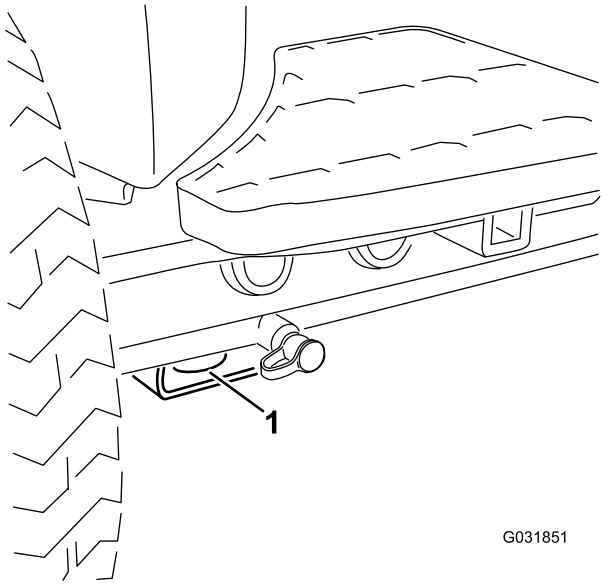
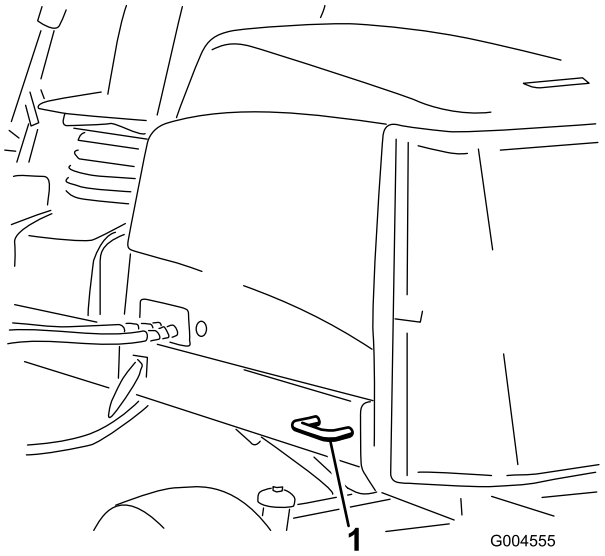

Figur 39
Figur 40
5. Använd fästpunkterna av metall på maskinen för att säkra den på släpvagnen eller lastbilen med hjälp av spännband, kedjor, vajrar eller rep (Figur 39 och Figur 40).
- Fram – hål i det fyrkantiga belägget under axelröret inuti båda framdäcken (Figur 39).
- Bak – på båda sidor av maskinen, på den bakre ramen (Figur 40).